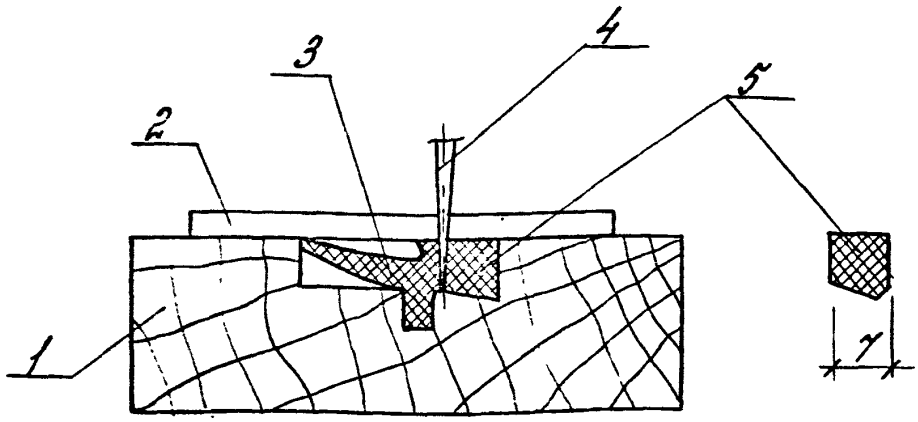

Рис. 1 Приспособление для вырезания резинового жгута
6.8 Резиновые жгуты для фиксации в пазах переплетов уплотнительных профилей следует изготавливать из профиля Р1 путем его протяжки через приспособление (рис. 1). Длина жгута должна быть на 20-30 см больше периметра ячейки переплета.